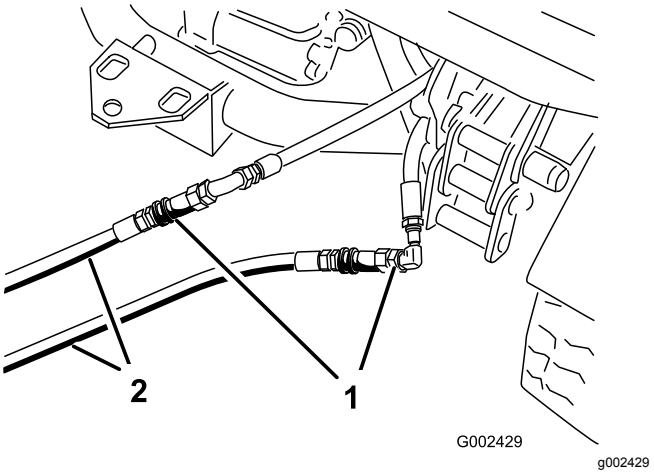

Rysunek 70
3. W niesprawnym pojeździe podłącz dwa węże uruchamiające do odłączonych węży (Rysunek 70).